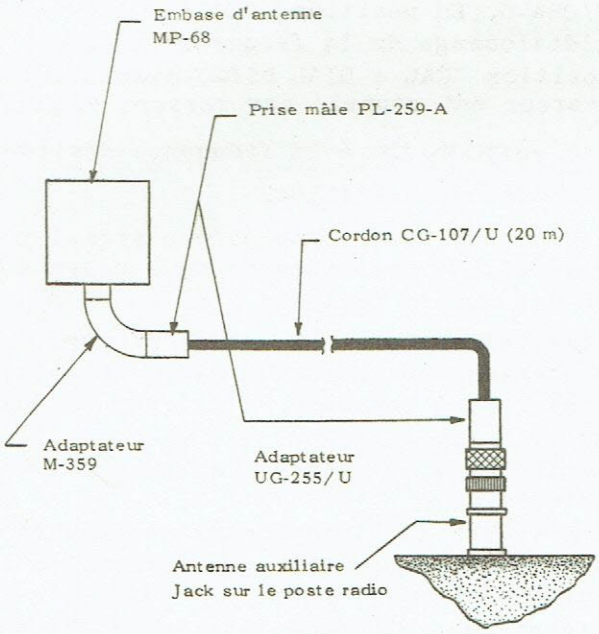

Fig. 21 - Connexion de l'équipement d'antenne RC-292.
c) Connecter l'autre extrémité de l'adaptateur au connecteur "AUX ANT" du poste radio (figure 21).